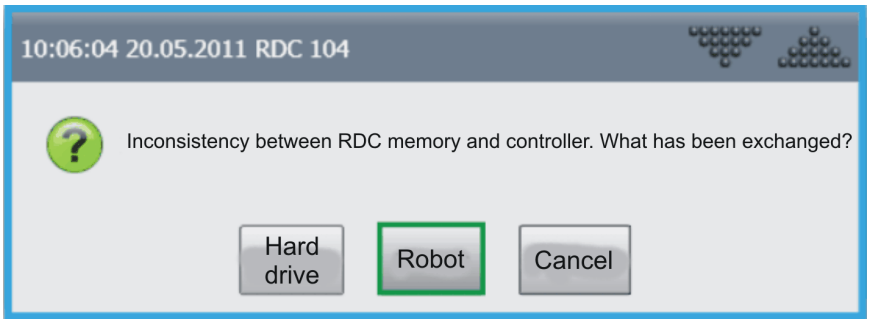

Fig. 5-2: Inconsistency between RDC memory and controller
4. The following query is displayed: **Inconsistency between RDC memory and controller. What has been exchanged?** (>>> *Fig. 5-2*)